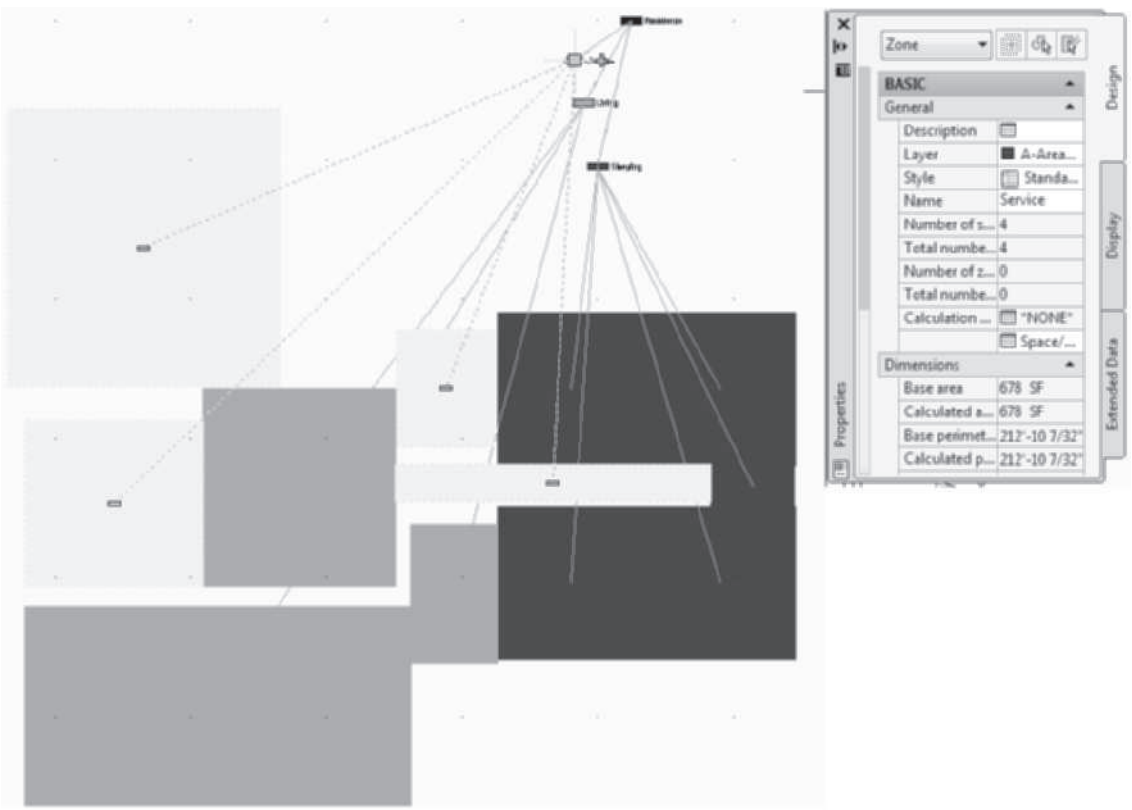

FIGURE 4.42 *Attaching spaces to zones*
17. Choose the **Sleeping** zone to display the "+" sign. Choose the "+" and select the four bedroom spaces and the adjoining closet [cupboard] as shown in Figure 4.42. Press ENTER to end the selection and press ESC to end the command.